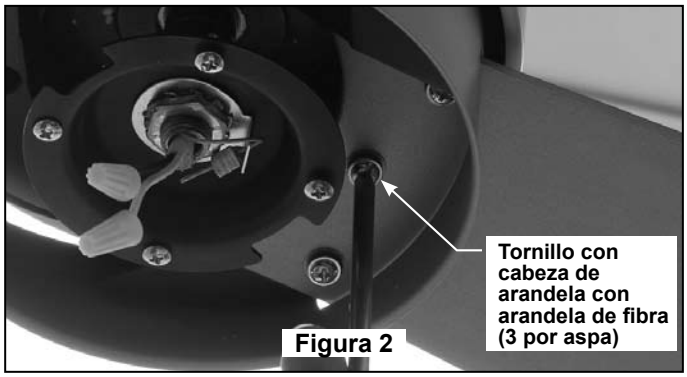

Figura 2
2. Asegure bien las tres aspas con tornillos con cabeza de arandela con arandelas de fibra. No ajuste demasiado. (Figura 2)